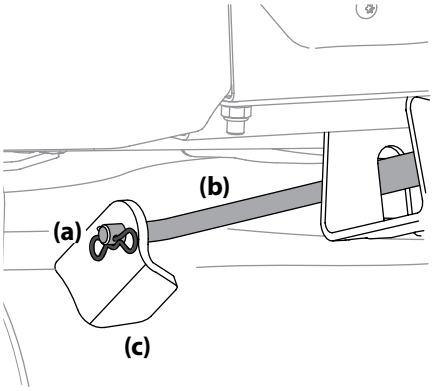

Figura 4-18
6. Vuelva a instalar la varilla de elevación delantera de la plataforma y sujétela en su lugar con el pasador de chaveta. Consulte Figura 4-18.